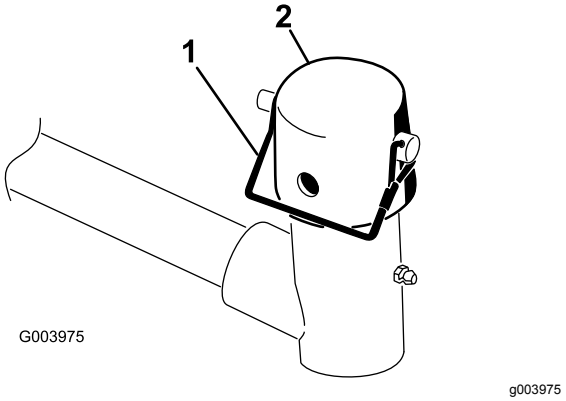

Figure 10
7. Retirez la goupille à fermoir et le capuchon de la chape de pivot du bras de levage (Figure 10).
11. Fixez le capuchon et l'arbre du bâti porteur à la chape du bras de levage avec la goupille à fermoir (Figure 10).